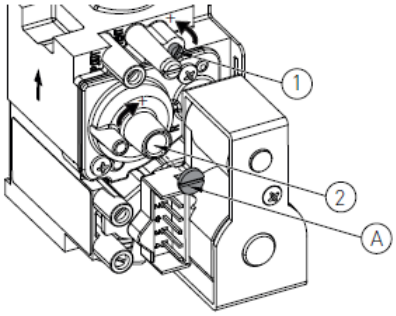

Рисунок 6.4
*после чего проверьте, соответствует ли значение CO_2 тому, что приведено в главе «Технические характеристики», в противном случае открутите защитный винт «A» и отрегулируйте при помощи ключа шестигранника на 4 винт «2» регулятора смещения **(Рисунок 6.4)** . Для того чтобы увеличить значение CO_2, необходимо вращать винт по часовой стрелке, а чтобы его уменьшить – против часовой стрелки. После завершения регулировки закрутите защитный винт «A» на регуляторе смещения.*
*• Проверьте, соответствует ли значение CO_2 тому, что приведено в главе «Технические характеристики», в противном случае отрегулируйте винт «1» регулятора подачи газа **(Рисунок 6.4)**. Для того чтобы увеличить значение CO_2, необходимо вращать винт против часовой стрелки, а чтобы его уменьшить – по часовой стрелке.*